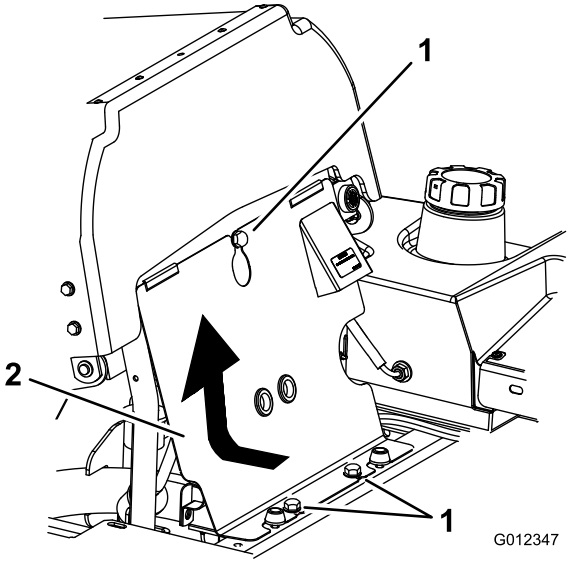

Figur 69
3. Tippa sätet framåt, lossa bultarna och demontera den främre motorkåpan (Figur 69).